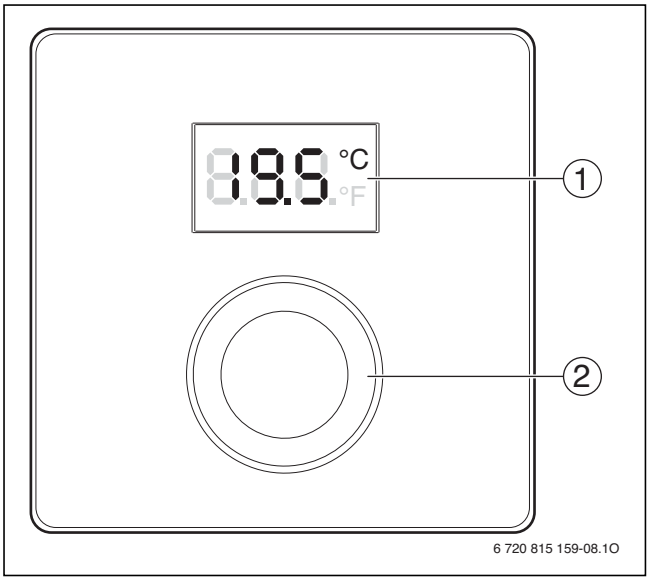

Bild 60 Bedienelemente
Die Bedienung der Bedieneinheit CR 10 (H) ist durch einen zentralen Auswahlknopf für „Einhandbedienung“ (Drücken und Drehen mit einem Knopf → Bild 60, [7]) sehr schlicht gehalten.
Mit der Bedieneinheit CR 10 (H) wird mittels des integrierten Raumtemperaturfühlers die aktuelle Raumtemperatur gemessen. Mit dem Auswahlknopf (→ Bild 60, [2]) kann nur die Raumtemperatur bis zum nächsten Schaltpunkt des Zeitprogramms vorübergehend geändert werden. Im optimierten Betrieb vom HPC 400 (ohne Heiz- und Absenkbetrieb) wird die Temperatur damit kontinuierlich angepasst, bis zum Verstellen des optimierten Betriebs. Weitere Funktionen können nur über die Bedieneinheit C 400/CW 800 bzw. HPC 400 geändert werden (z. B. die Heizkreis-Betriebsart, die dauerhaft eingestellte Raumsolltemperatur, das Zeitprogramm sowie die Warmwasserfunktionen).